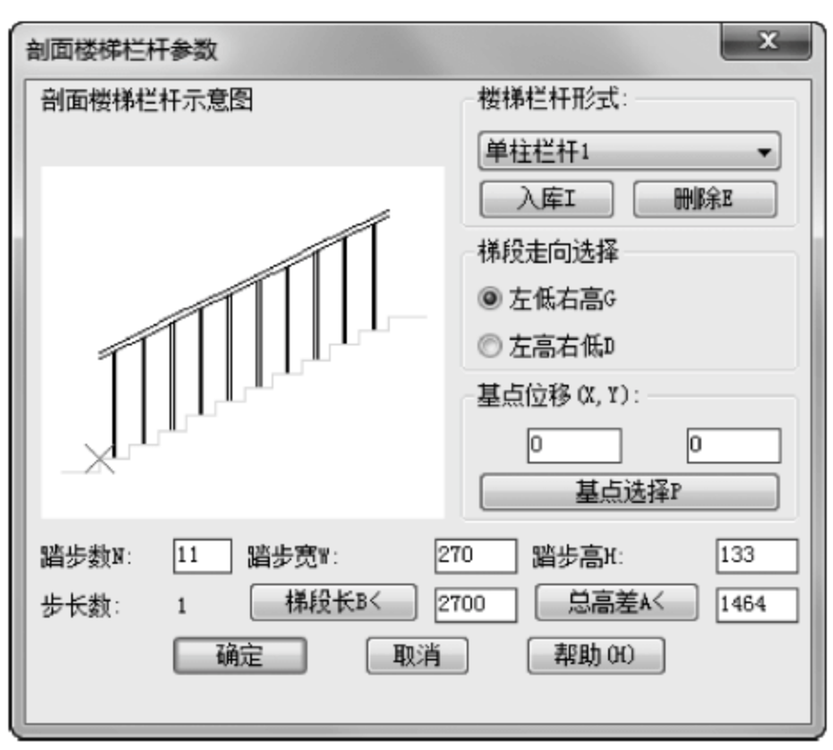

图 16-32　“剖面楼梯栏杆参数”对话框
(1) 单击菜单中的“剖面”→“楼梯栏杆”命令，打开如图 16-32 所示的对话框，进行参数设置，插入楼梯栏杆，命令行提示如下。